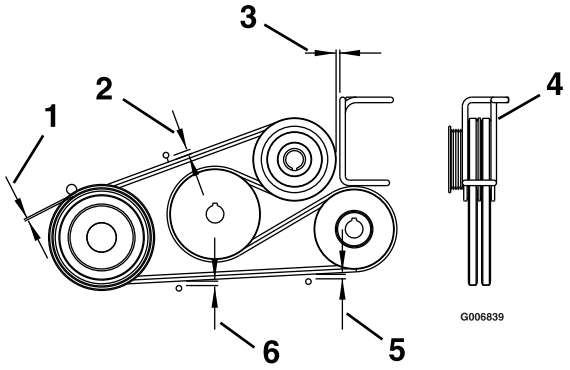

Bild 60
4. Stellen Sie die Riemenführungen ein, wie in Bild 60 abgebildet.